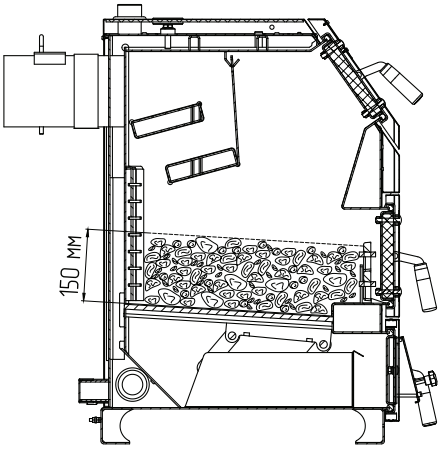

Рис.7 Заполнение котла топливом для номинального режима
8.4.3. Добавьте очередную порцию топлива, когда разгорится первый слой основного топлива. Для работы котла в номинальном режиме (Рис.7) поддерживайте слой топлива на колосниковой решетке около 150 мм. Для предотвращения выхода дыма в помещение через загрузочную дверцу при добавке основного топлива, закрывайте заслонку (поз.15) на поддувальной дверце (поз.16). После загрузки порции топлива откройте заслонку. При температуре теплоносителя в котле и системе менее 60°С может образовываться конденсат по всей поверхности теплообменника. При прогреве теплоносителя выше 60°С конденсатообразование прекращается.
8.4.6. Добавьте очередную порцию топлива, когда разгорится первый слой основного топлива. Для работы котла в номинальном режиме (Рис.7) поддерживайте слой топлива на колосниковой решетке около 150 мм.